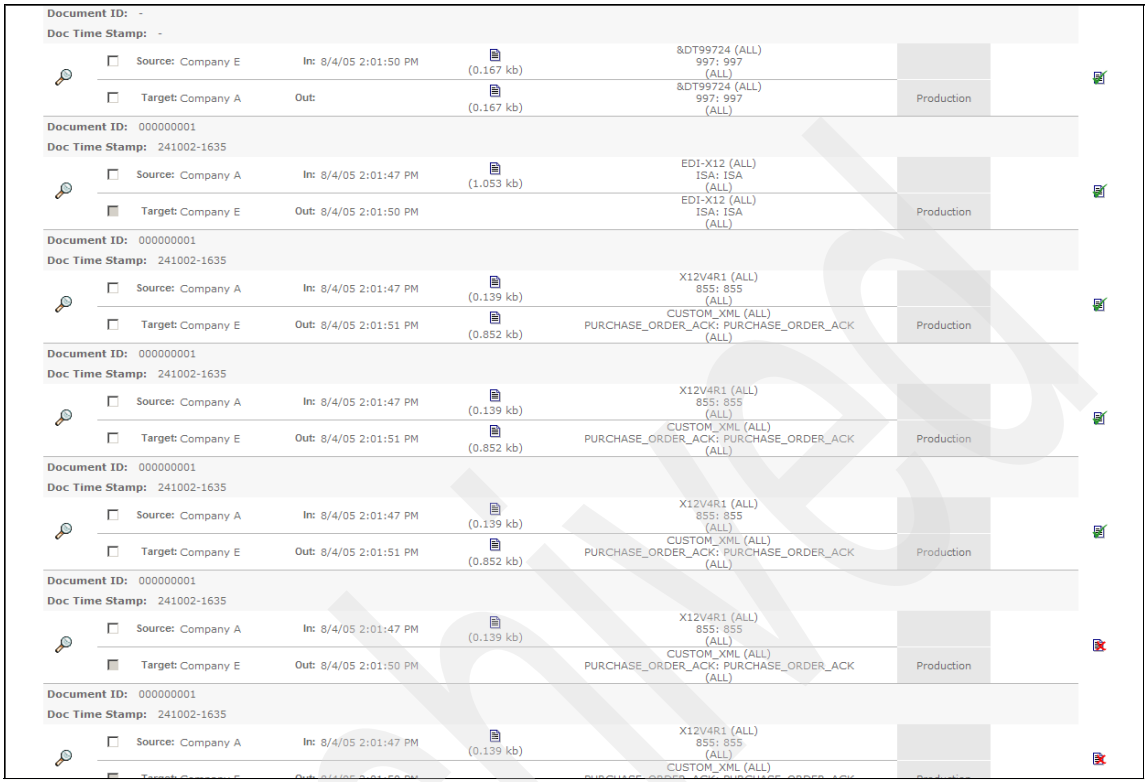

Figure 20-25 Document Viewers for Scenario3
2. Observe the document Viewers at Company E (Figure 20-25).
3. From Figure 20-25, we see that the erroneous transactions are failed at WebSphere Partner Gateway Enterprise on Company E.